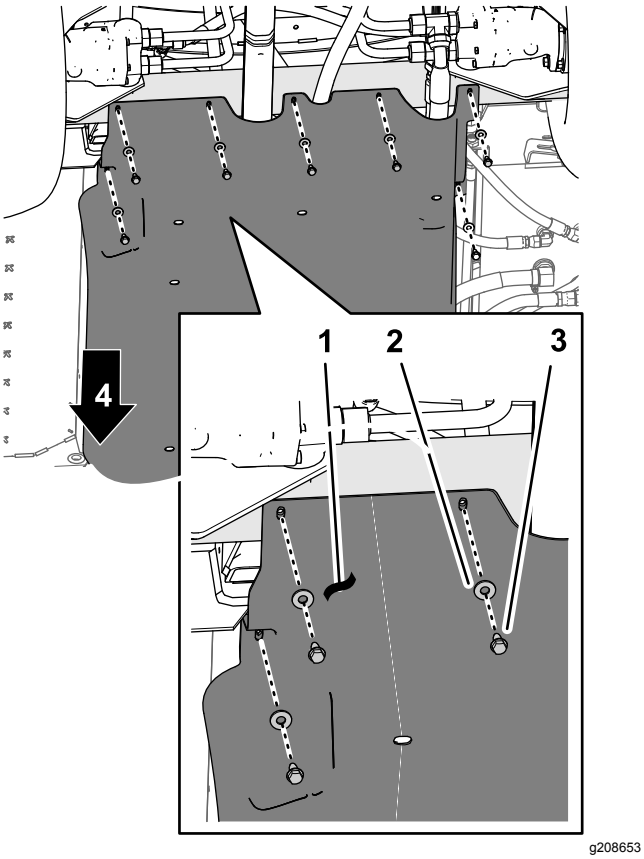

**Figur 124**
4. Juster hullerne i den bageste del af understellets afdækning, så de er ud for hullerne chassiset (Figur 124).
5. Sæt bageste del af understellets afskærmning fast på maskinens chassis med de 7 flangehovedbolte (5/16 x 7/8 tomme) og 7 spændeskiver (5/16 tomme), som du afmonterede i trin 1 i 7 Afmontering af understellets afskærmning (side 14) (Figur 124).